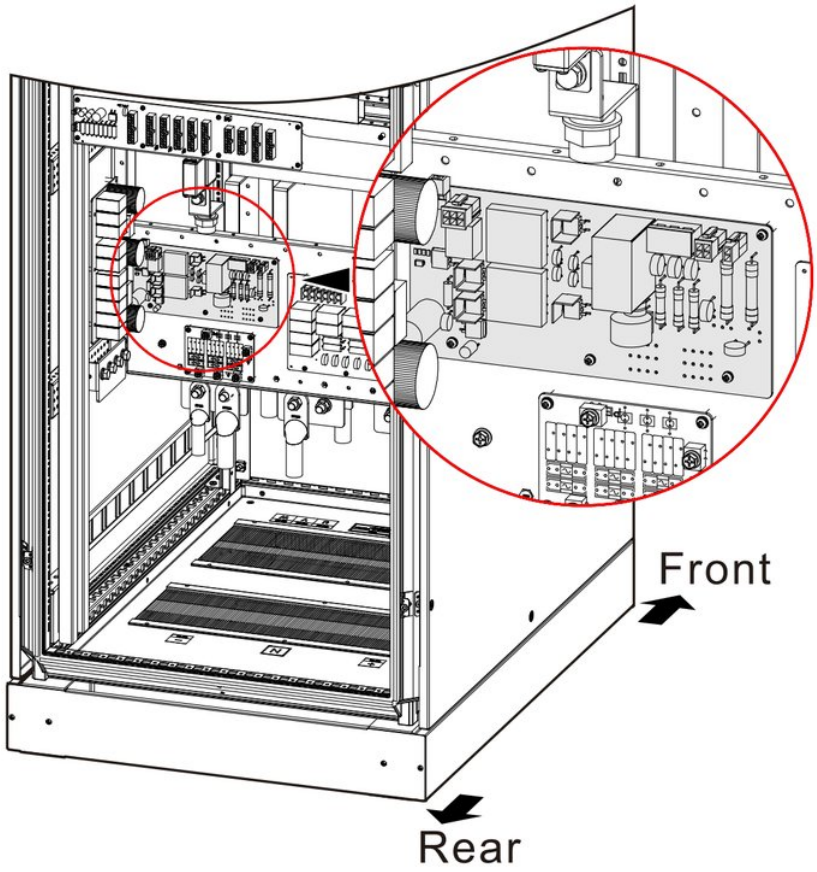

FIGURA 3-24 Posizione della scheda di sgancio batteria
1. Estrarre la scheda di sgancio batteria e fissarla sul retro dell'UPS con cinque viti M4, come mostrato nella Figura 3-24.